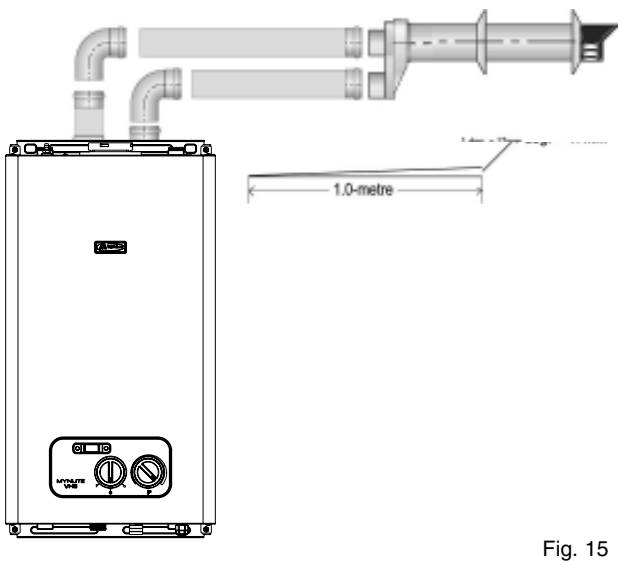

Fig. 15
4.5.3.2 HORIZONTAL TERMINATION (fig. 15)